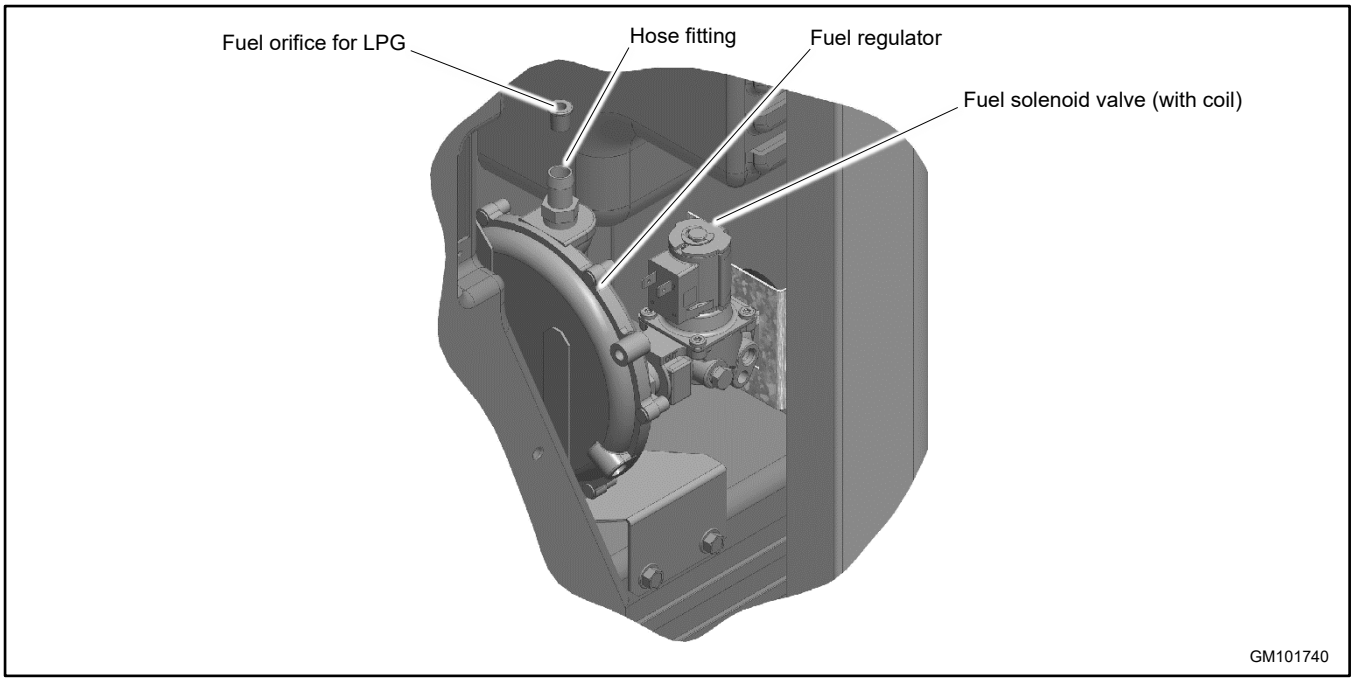

Figure 93 Fuel Regulator and LPG Orifice, 20RCA(L)
6. Insert the LPG orifice into the hose fitting. See Figure 93.